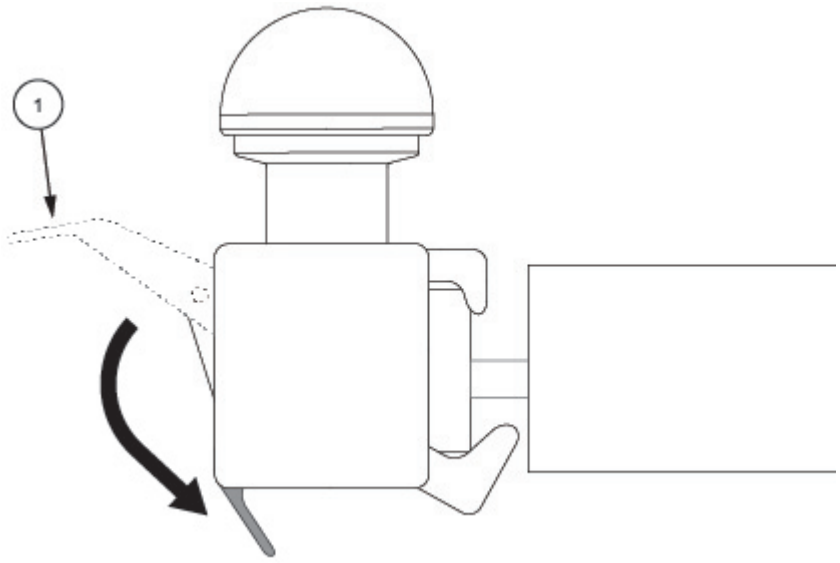

Figure 7-7. Install Joystick
3. Close the locking tab (1) to secure the joystick onto the surgical table rail. See *Figure 7-7*.